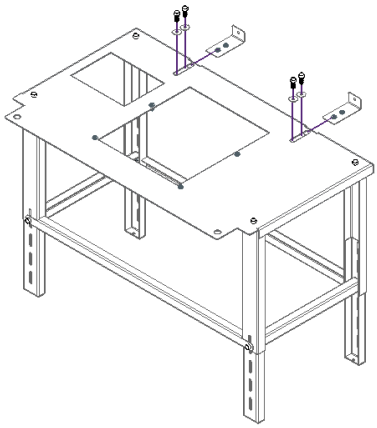

Figura 6 – Montagem mesa auxiliar
4. Colocar os dois esquadros através da abertura na mesa e colocar um parafuso e anilha em cada. Não se deve apertar os parafusos totalmente, apenas o suficiente, para permitir o deslocamento dos esquadros, ver Figura 6.